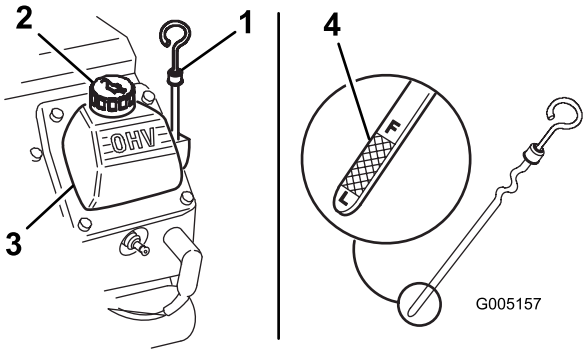

Figura 7
3. Limpie alrededor de la varilla de aceite (Figura 7).
4. Retire la varilla y limpie el extremo metálico (Figura 7).
5. Introduzca la varilla a fondo en el tubo de la varilla (Figura 7).
7. Si el nivel de aceite es bajo, limpie alrededor del tapón de llenado y retire el tapón (Figura 7).